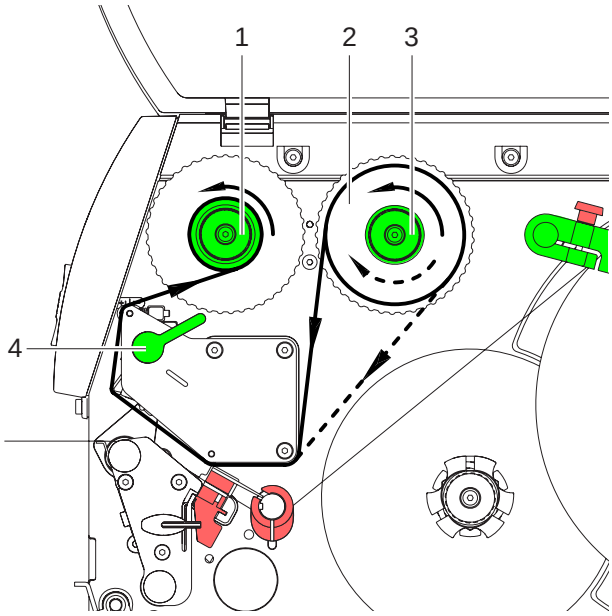

Fig. 10: Percorso del nastro transfer
2. Ruotare la leva (4) in senso antiorario per sollevare la testina di stampa.
3. Spingere il rotolo di nastro transfer (2) sullo svolgitore (3) fino all’arresto, in modo tale che lo strato di colore del nastro sia rivolto verso il basso durante lo svolgimento. Per lo svolgitore (3) non è impostata alcun senso di rotazione.
4. Reggere il rotolo di nastro transfer (2) e ruotare la manopola sullo svolgitore (3) in senso antiorario, fino a fissare il rotolo di nastro transfer.
5. Spingere un’anima per nastri transfer adeguata sull’avvolgitore di nastri transfer (1) e fissarla allo stesso modo.
6. Condurre il nastro transfer attraverso l’unità di stampa come mostrato nella fig 10.
7. Fissare l’estremità iniziale del nastro transfer sull’anima (1) con un nastro adesivo, osservando il senso di rotazione dell’avvolgitore del nastro transfer in senso antiorario.
8. Ruotare l’avvolgitore del nastro transfer (1) in senso antiorario per lisciare il nastro transfer.
9. Ruotare la leva (4) in senso orario per bloccare la testina di stampa.
1. Ruotare la leva (4, Fig. 10) in senso antiorario per sollevare la testina di stampa.